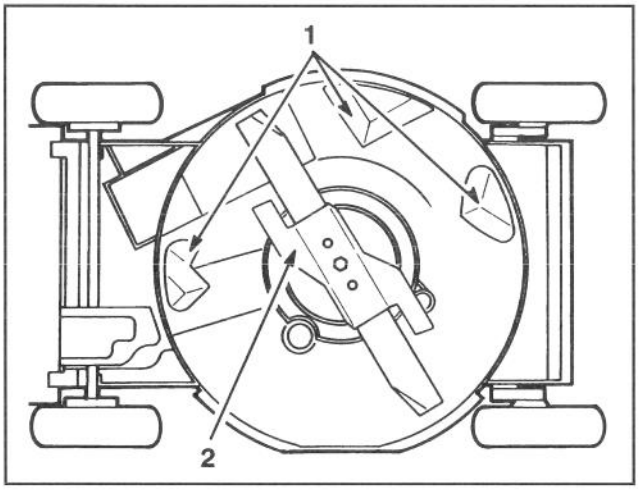

Abb. 8
A. Ein Spezialmesser mit Messerbeschleuniger (Abb. 8).
B. Drei spezielle Umlenkbleche, die auf der Unterseite des Mähergehäuses an besonderen Stellen genau positioniert sind (Abb. 8).